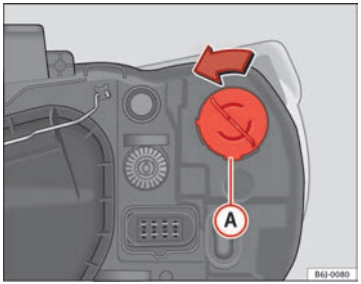

Fig. 156 Single turn signal lamp
– Turn bulb holder ⇒ Fig. 156 (A) to the left and pull.